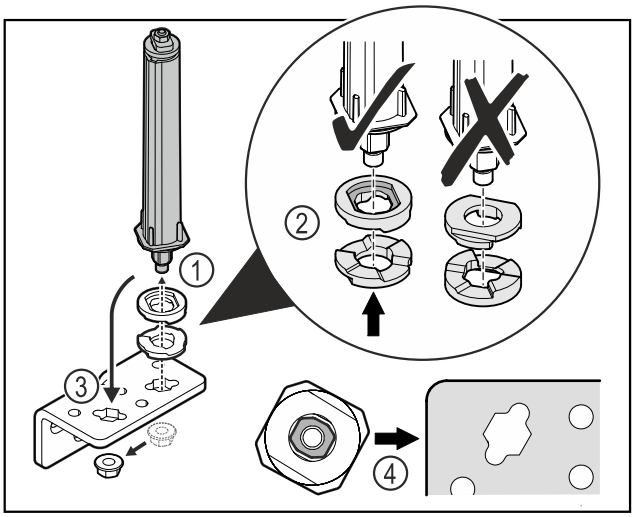

Fig. 28
▶ Loosen the nut and remove the door closing system *Fig. 28 (1)*.
▶ Ensure that the height adjustment discs are correctly aligned *Fig. 28 (2)*.
▶ Move the door closing system to the hinge angle and secure it with the nut *Fig. 28 (3)*.
▶ When inserting, ensure that the door closing system is correctly aligned *Fig. 28 (4)*.